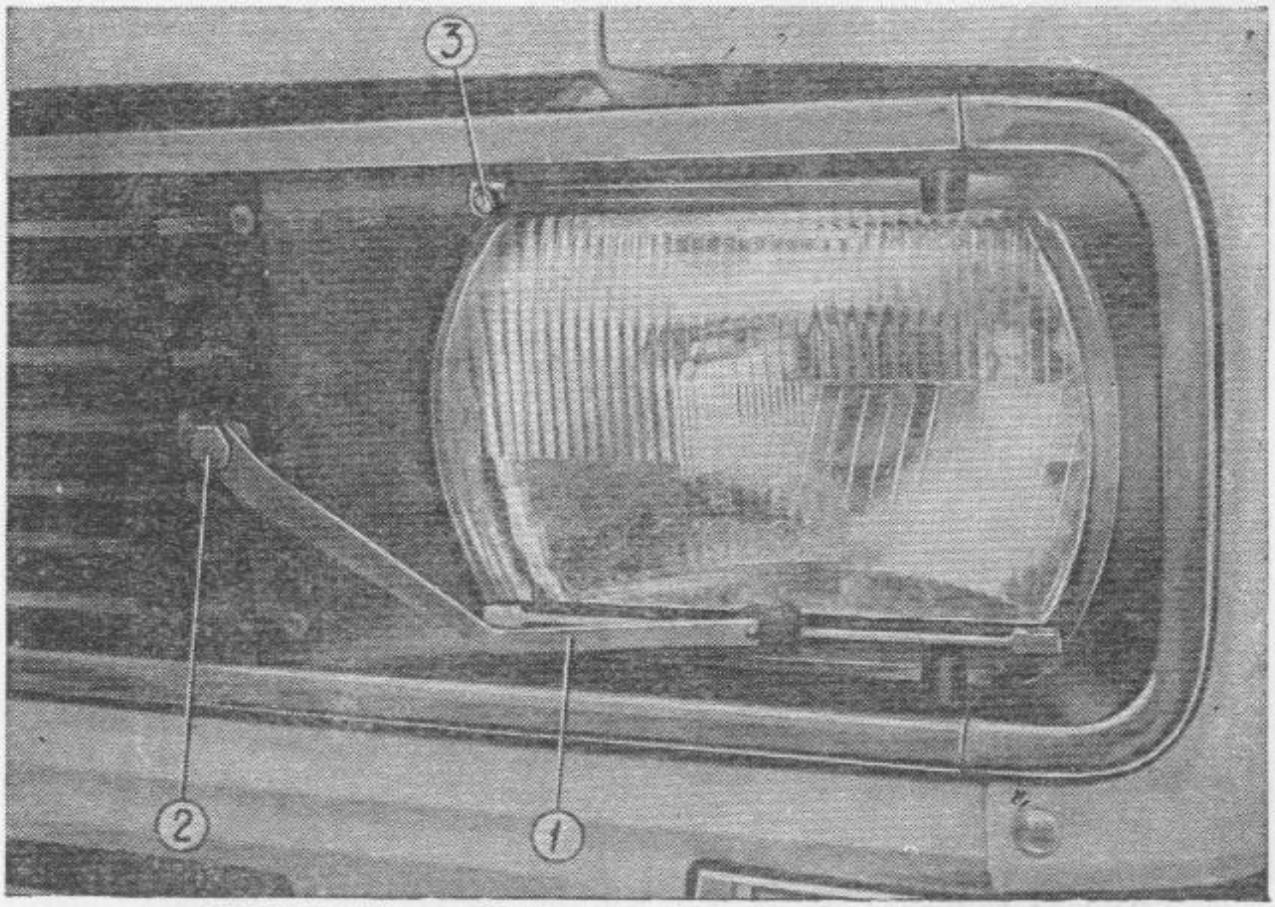

Bild 93. Streuscheibenwischer der Scheinwerfer:
1. Mutter *2* (Bild 93) für Befestigung des Arms des Scheibenwischers der Streuscheibenscheinwerfer losdrehen.